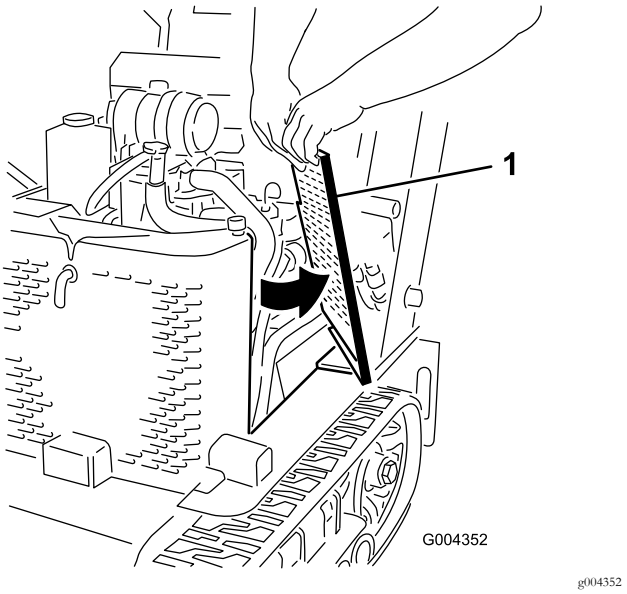

Figuur 33
2. Schuif de zijschermen (Figuur 33) omhoog en uit de sleuven in het voorscherm en het frame.